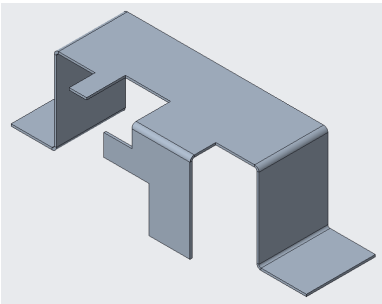

Figure 14-95 *Model after creating the flat feature*
6. Choose the **OK** button from the **Flat** dashboard; the model similar to the one shown in Figure 14-95 is displayed in the drawing area.